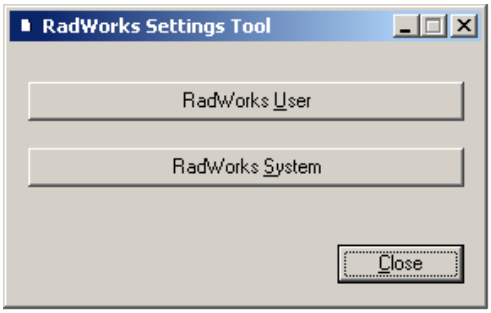

Figure 10-8 RadWorks Settings Tool
1.) Click on "RadWorks System" see Figure 10-8.